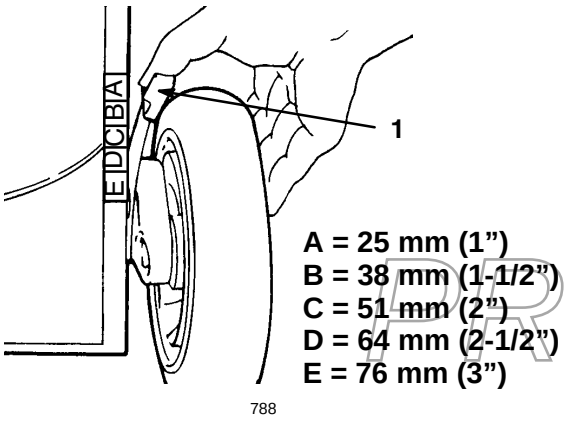

Afbeelding 13
3. Knijp de hendel voor de maaihoogte- instelling naar het wiel toe, en zet hem op de overeenkomstige letter op de maaikast (Afb. 13).